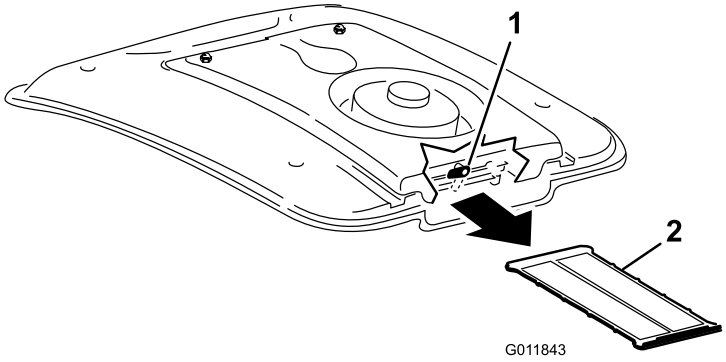

Figura 74
2. Ruotate di lato il dispositivo di chiusura sulla parte posteriore del supporto della ventola (Figura 74).
3. Estraete la griglia A/C da sotto la serpentina refrigerante (Figura 74).
4. Pulite accuratamente la griglia con aria compressa (Figura 74).